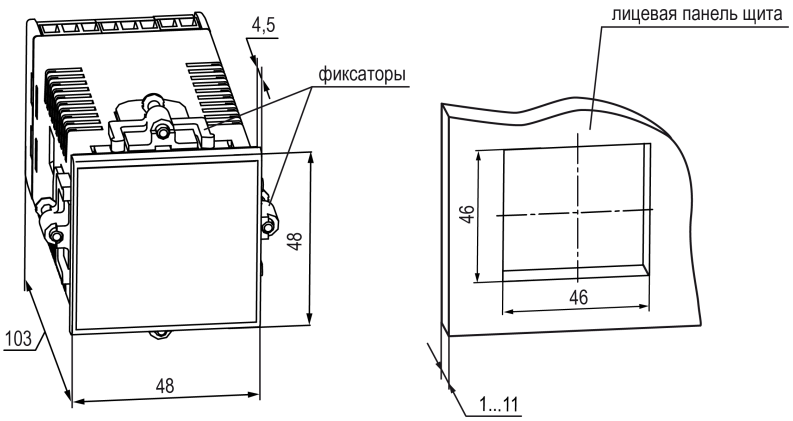

**Рисунок 4.8 – Габаритные размеры корпуса Щ5 и монтажного отверстия в щите**
1. Подготовить в щите управления монтажный вырез для установки прибора с помощью шаблона из комплекта поставки (см. рисунок 4.8).